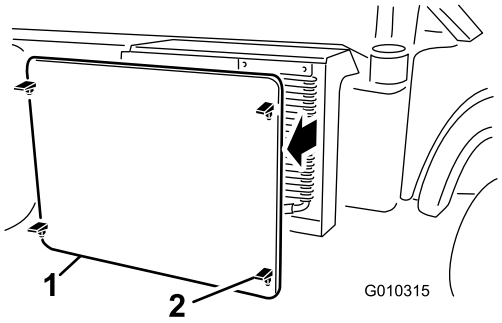

**Figur 58**
2. Løsn of fjern kølergitteret foran på køleren (Figur 58).